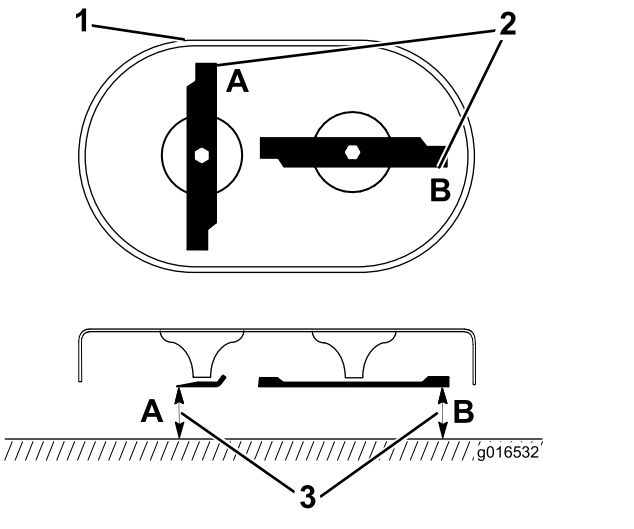

Figuur 43
1. Draai de maaimessen tot de stand in Figuur 43.
2. Meet van een horizontaal oppervlak tot de snijranden op de plaatsen **A** en **B** (Figuur 43), en noteer de metingen.
3. Draai de messen tot de tegenovergestelde uiteinden zich op de plaatsen **A** en **B** bevinden (Figuur 43).